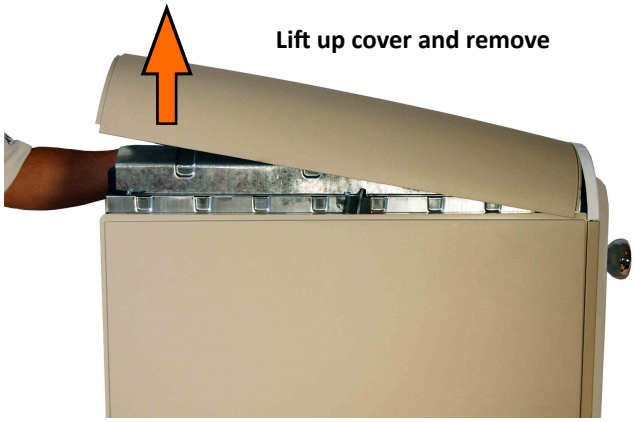

Figure 2
3. Lift the top up and away from the unit—starting from the back (see Figure 2). Remove cover and set aside.